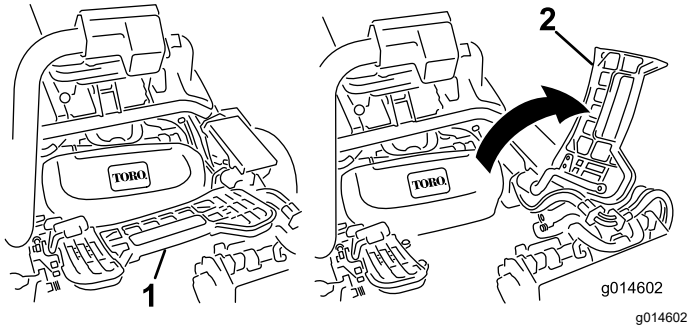

**Rysunek 46**
1. Unieś podnóżek i odchyl go do pozycji otwartej w celu uzyskania dostępu do centralnej jednostki tnącej (Rysunek 46).